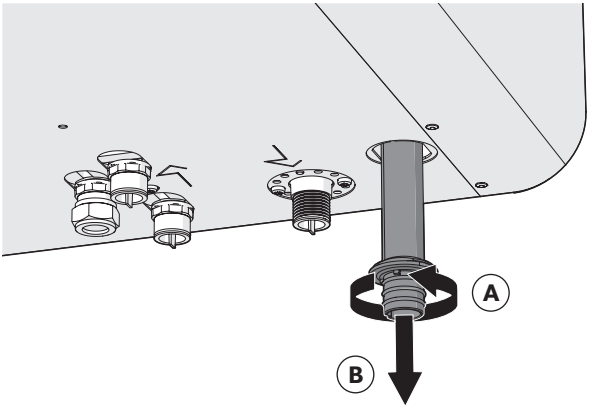

*Figuur 45 Het verwijderen van de kunststof mof.*
**3.** Draai de kunststof mof een kwartslag (A) en haal deze los (B) (figuur 45).